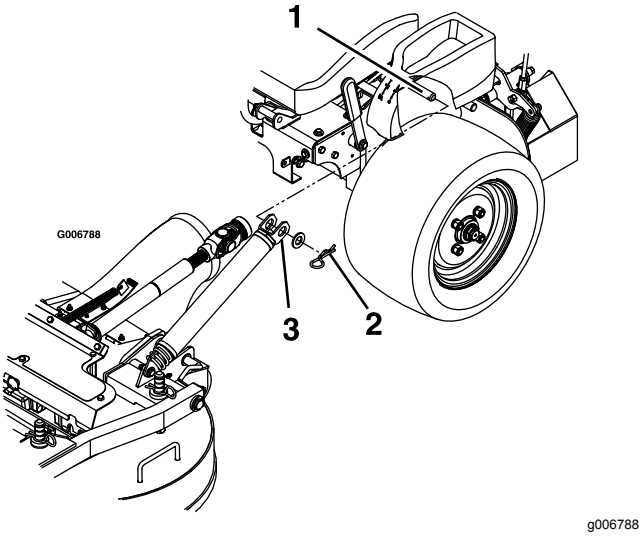

Figura 75
3. Retire os pernos de gancho e anilhas no topo da mola que ajuda à elevação da plataforma em cada lado da máquina (Figura 75).
9. Instale as molas nos pinos de ancoragem da mola debaixo das consolas esquerda e direita e fixe com uma anilha e um perno de gancho (Figura 75).